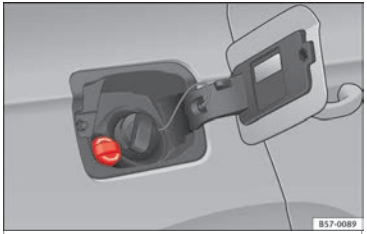

Fig. 228 Tapón de la boca de llenado del depósito de AdBlue.
- Abra la tapa del depósito ››› fig. 228.
- Gire el tapón de cierre de la boca de llenado de SCR hacia la izquierda ››› fig. 228.